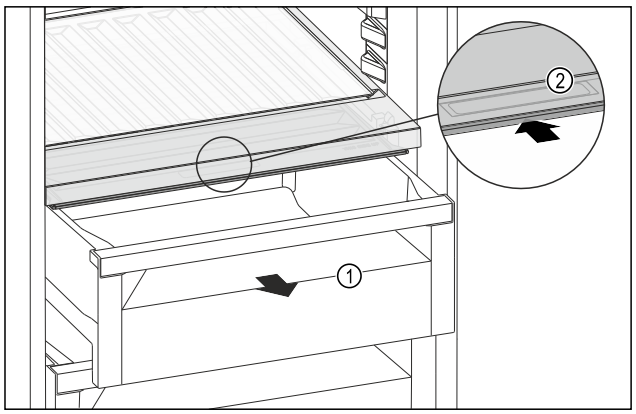

Fig. 109
▶ Extrageți sertarul *Fig. 109 (1)*.
▶ Prindeți mânerul încastrat *Fig. 109 (2)* de la capacul compartimentului și glisați concomitent capacul compartimentului spre partea posterioară.